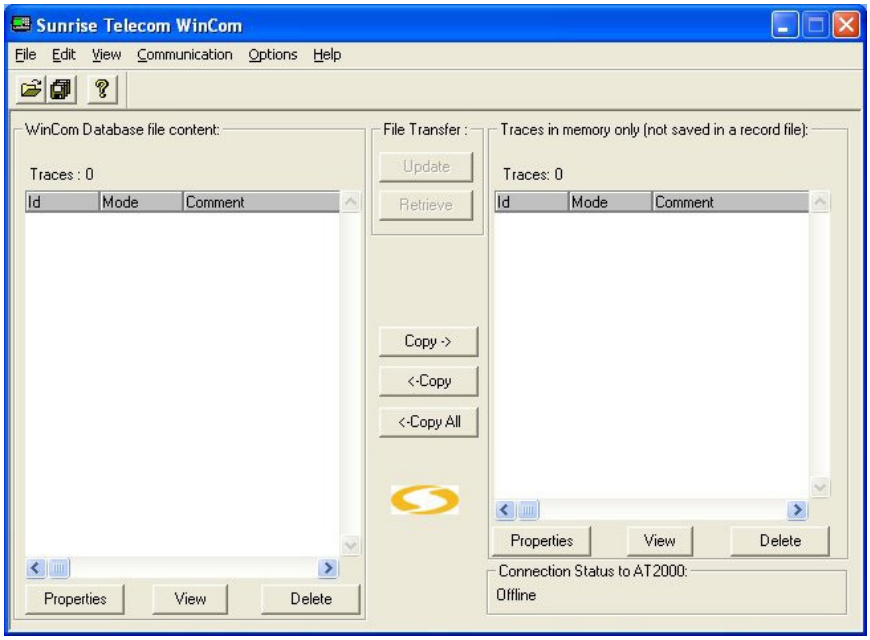

Figure 3-5: WinCom Database File Management Window
2. Click on Retrieve in the WinCom database file management window (see Figure 3-5 on page 3-8).
2. Click on copy to move the traces within the file from the WinCom database content (left pane) to the records database (right pane), (see Figure 3-5: WinCom Database File Management Window). The traces selected and copied to the records database will be the ones that will get moved over to the remote analyzer.
Traces Frame — On the right side of the window, the Traces pane lists the traces in the current Records.bin database file on a remote analyzer or in a records database file on your computer. If no records database is selected, this pane is empty (see Figure 3-5). You can add traces to this pane to update a database (see section 3.6 on page 3-8).